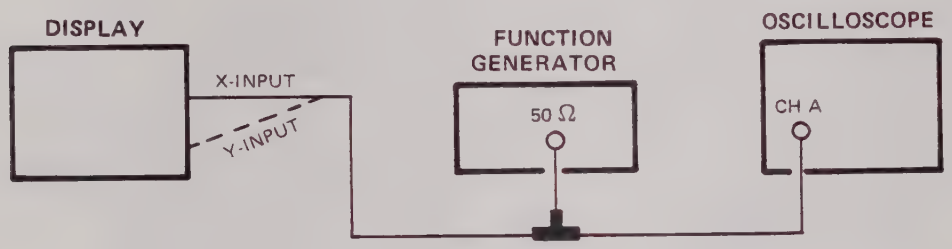

Figure 4-2. Bandwidth and Rise Time Test Setup
a. Connect equipment as shown in figure 4-2.